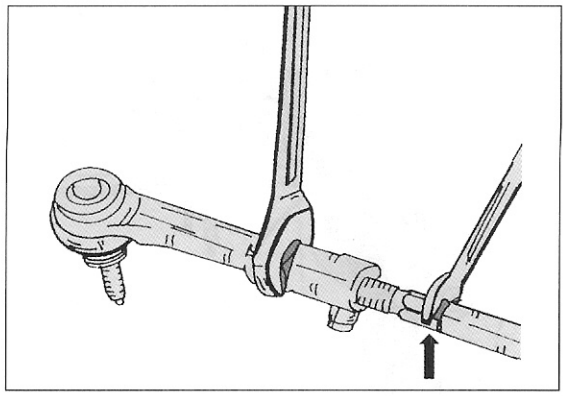

Bild 272
- Einen Gabelschlüssel an der Zahnstange an der in Bild 272 gezeigten Stelle ansetzen, um das Kugelgelenk gegen Mitdrehen zu sichern, und das Kugelgelenk mit einem zweiten Gabelschlüssel abschrauben, wie es im Bild gezeigt ist.